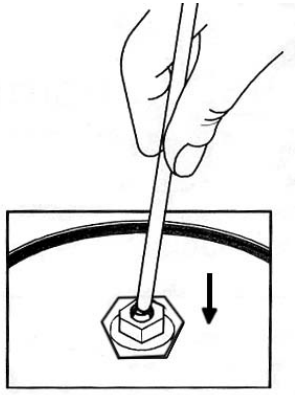

FIG.2a
1. Compruebe el correcto funcionamiento de la válvula de seguridad *(21)* presionando en el detector de presión con una varilla desde el interior de la tapa, o tirando hacia arriba de la perilla de la válvula Si el detector cede, es correcto *(FIG. 2a y 2b)*.